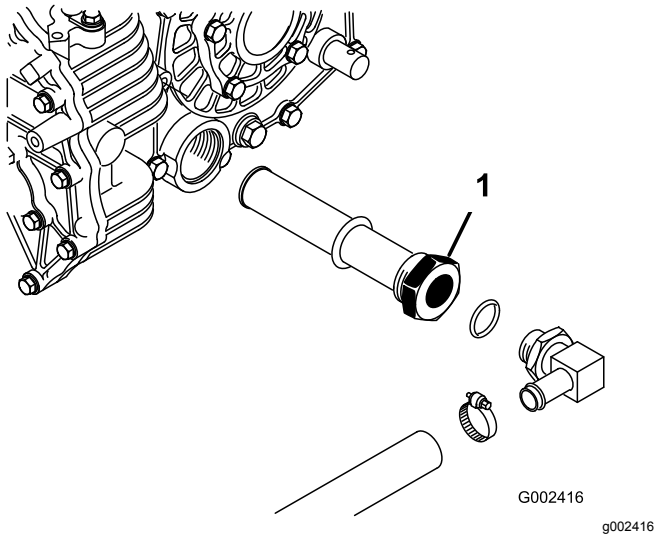

Rysunek 74
3. Zanotuj orientację węża hydraulicznego i złączki kątowej 90° podłączonej do filtra siatkowego z boku zbiornika (Rysunek 74).